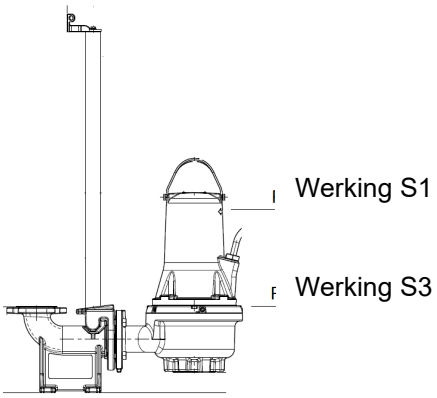

Afb. 2 Uitschakelniveaus
- **Werking S1** (continu bedrijf), de pomp moet altijd tot aan de bovenkant van de motor worden ondergedompeld in de verpompte vloeistof. Zie afb. 2.
- **Werking S3** (intermitterende werking), de pomp moet altijd tot aan de bovenkant van het pomphuis ondergedompeld zijn in de gepompte vloeistof. Zie afb. 2 (alleen voor versies zonder explosiebeveiliging).